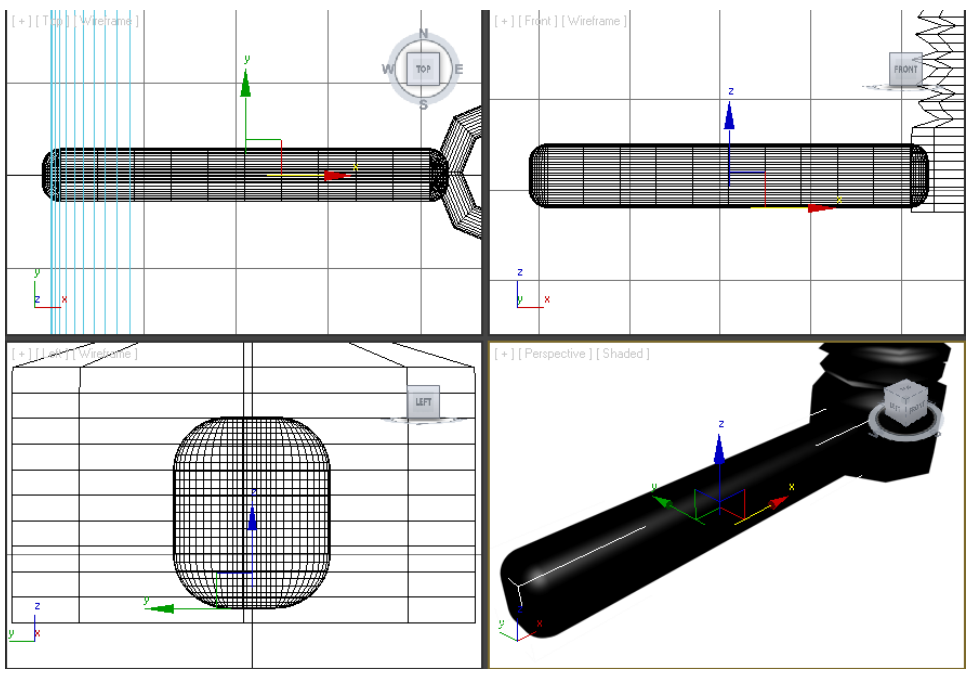

Figure 3-46 *The leg01 after invoking the* ***Zoom Extents All Selected*** *tool*
1. Make sure that the *leg01* is selected, and then choose the **Zoom Extents All Selected** tool; the *leg01* is zoomed in all viewports, as shown in Figure 3-46.